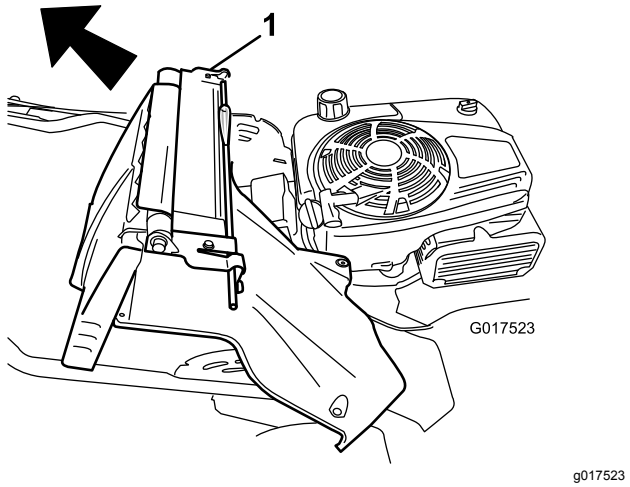

Figuur 36
7. Verwijder de achterklep en de handgreephendel (Figuur 36).